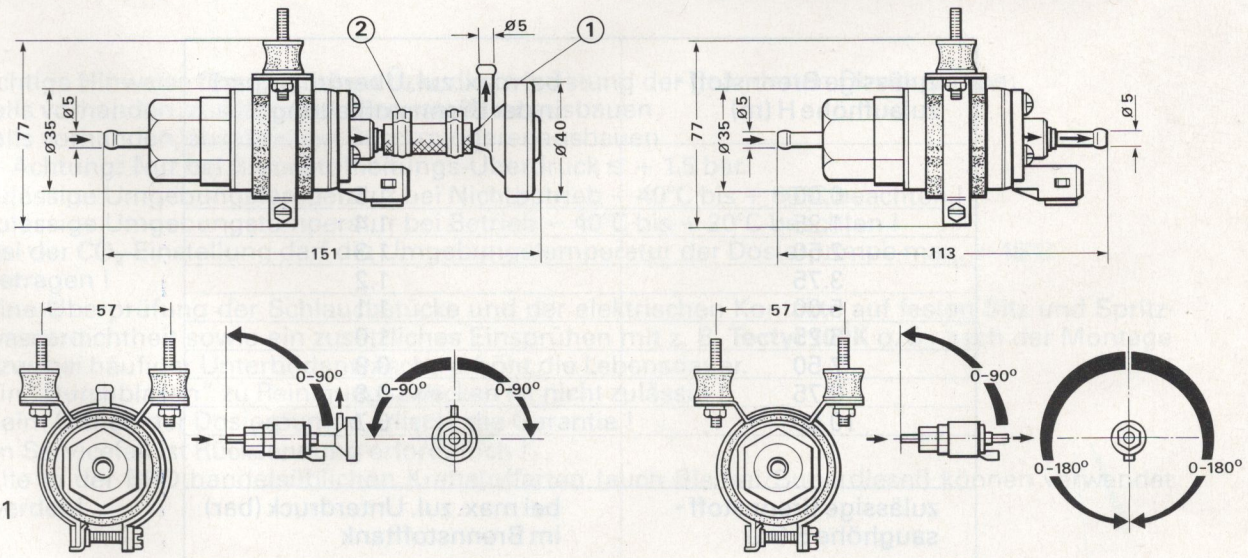

Abb. 1
So kann die geänderte Dosierpumpe gegenüber dem Membrandämpfer beliebig gedreht werden! (siehe auch Abb. 1).
- Da die Spannschellenbefestigung identisch mit der bisherigen (siehe auch Abb. 1) ist, kann die Dosierpumpe problemlos ausgetauscht werden!